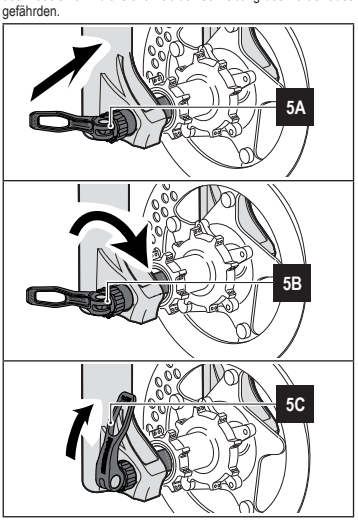

Abbildung 5 - *Radmontage auf gabeln mit Aufnahmefuß mit Schnellauslösung QR20*
- Die Mitte des Rads mit den beiden Radachsen ausrichten (siehe **5A** in **Abbildung 5**).
- Die Radachse in die rechte Radaufnahme einführen. (siehe **5A** in **Abbildung 5**).
- Der komplett geöffnete Hebel im Uhrzeigersinn drehen (siehe **5B** in **Abbildung 5**), bis die Achse auf Widerstand stößt.
- Wird der Nockenhebel in die Schließposition gestellt (siehe **5C** in **Abbildung 5**) ist das Rad in der korrekten Position befestigt.
- Sich vergewissern, dass sich der Auslösehebel in einer Stellung befindet, die die ordnungsgemäße Befestigung der Radachse garantiert und das er durch Anstoßen während des Gebrauchs nicht selbständig entriegelt wird (siehe **5C** in **Abbildung 5**).